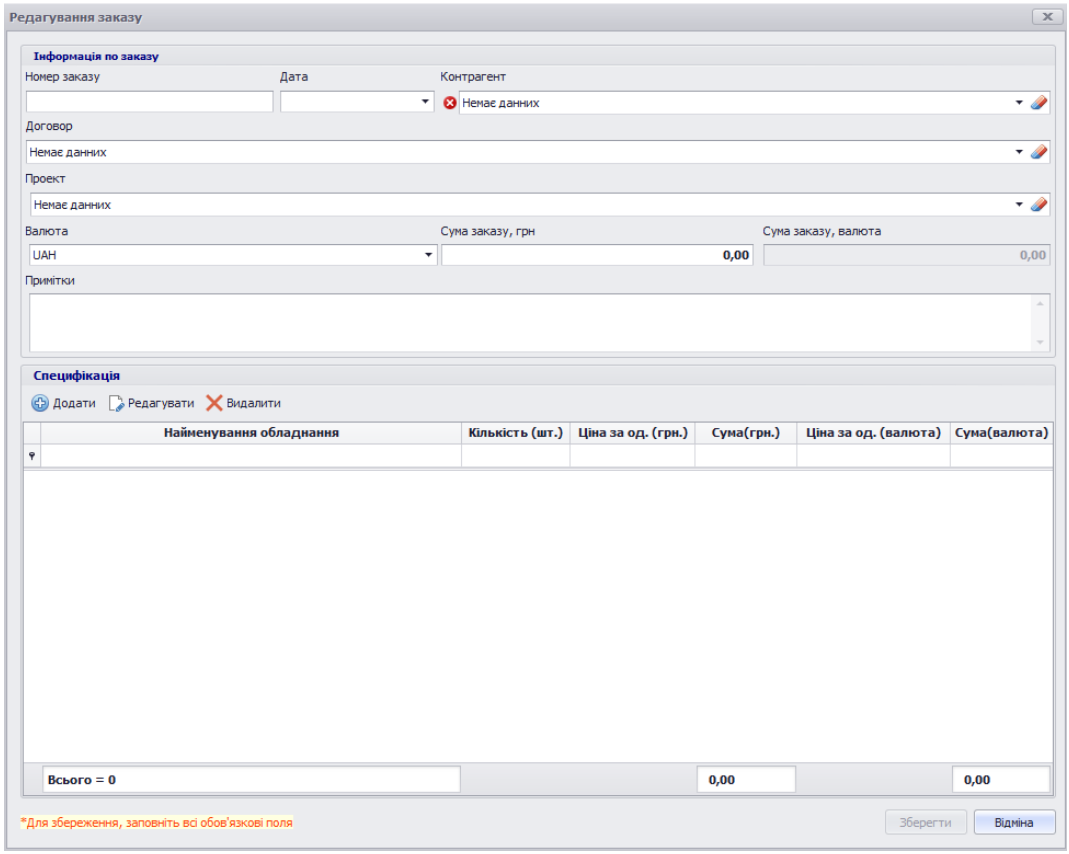
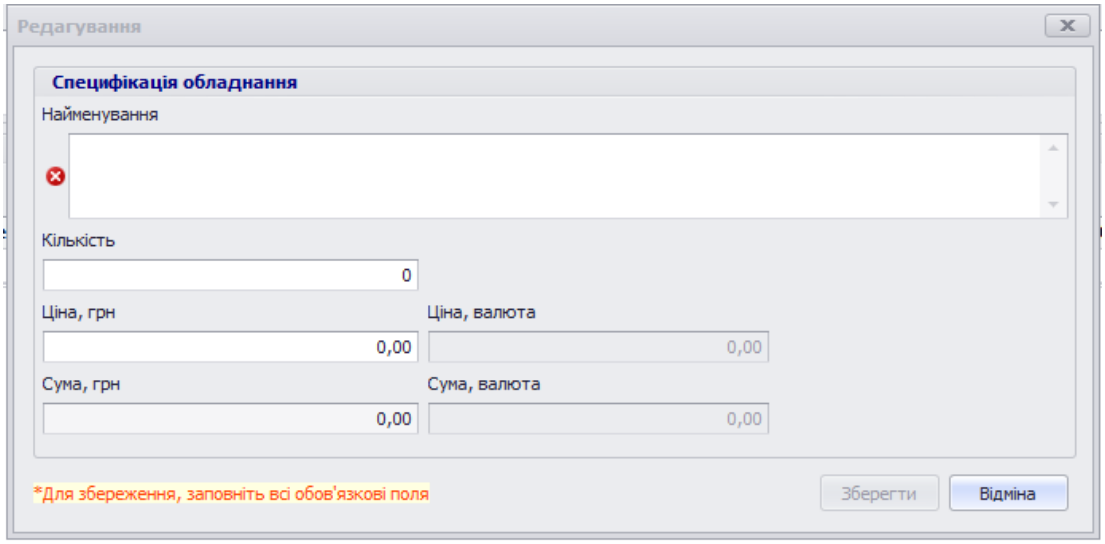

Рисунок 3.2 – Вікно для створення замовлення «*Редагування заказу*»
Рисунок 3.3 – Вікно для створення специфікації «*Редагування*»
- створити замовлення (рис. 3.2). У вікні «*Редагування заказу*» є можливість додати, редагувати та видаляти специфікації(рис. 3.3)